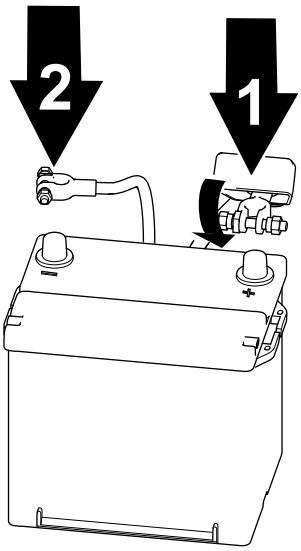

Figur 63
1. Tilslut pluskablet til batteriet, og tilspænd batteriklemmemøtrikken (Figur 63).
2. Tilslut minuskablet til batteriet, og tilspænd batteriklemmemøtrikken (Figur 63).